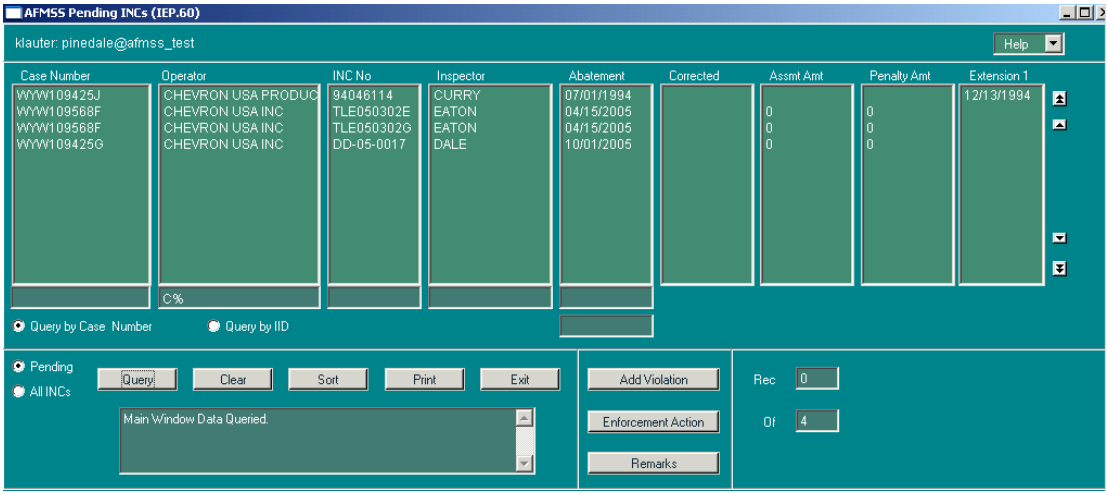

Figure 4-50: Non-Indian AFMSS Pending INCs (IEP.60) Window
1. From the *Non-Indian AFMSS Main Menu* select **Monitoring** then **Pending INCs** to launch the *Non-Indian AFMSS Pending INCs (IEP.60)* window (Figure 4-50).